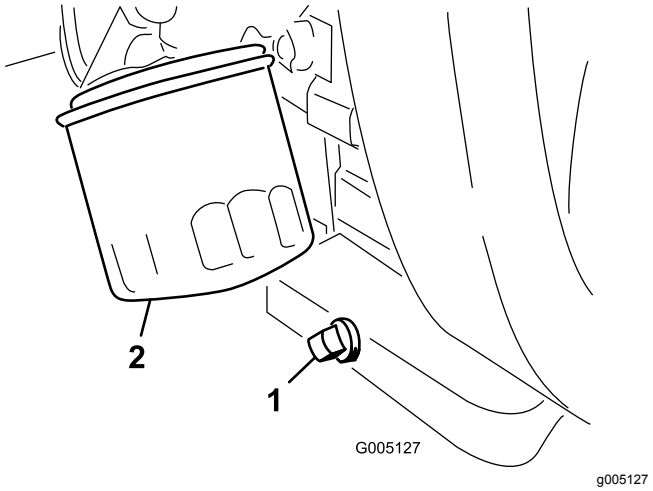

Figur 29
1. Fjern tappepluggen (Figur 29) og la oljen renne ut i en beholder.
2. Rengjør gjengene på tappepluggen, påfør PTFE-forseglingsmiddel og monter tappepluggen (Figur 29).
3. Ta av oljefilteret (Figur 29).